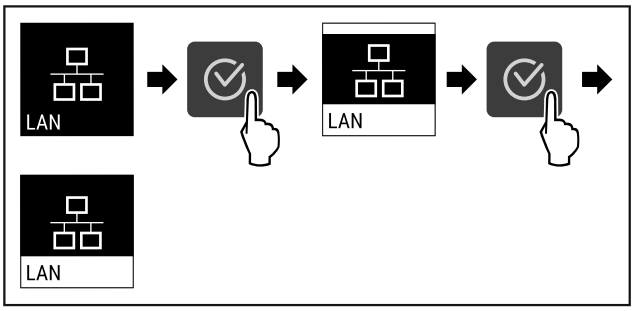

Fig. 92
▶ Suivre les étapes (voir Fig. 92) .